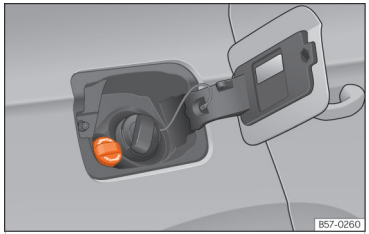

Abb. 211 Verschlussdeckel des AdBlue®-Tanks.
- Öffnen Sie die Tankklappe ››› (Abb. 211).
- Verschlussdeckel des SCR-Einfüllstutzens nach links drehen ››› (Abb. 211).